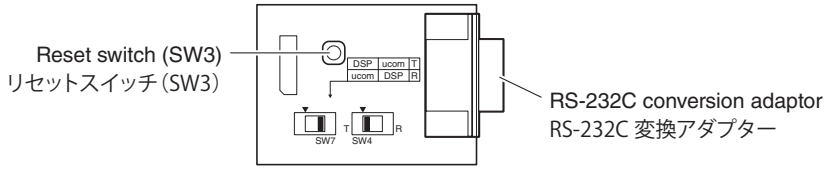

Fig. 3
2. Press the "reset switch (SW3)" of the RS232C conversion adaptor. (Fig. 3)
2. RS232C 変換アダプターの "リセットスイッチ（SW3）" を押します。（Fig. 3）